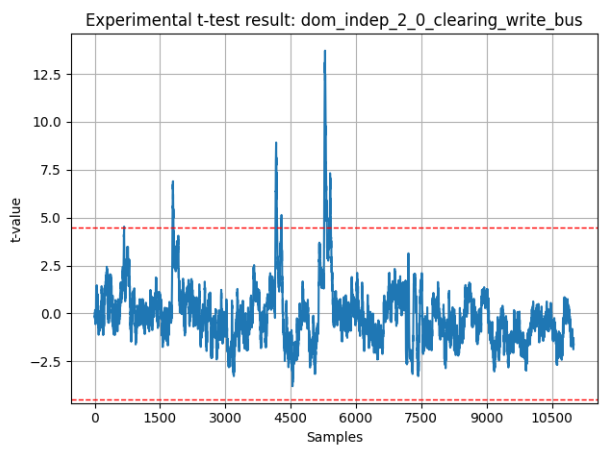

Figure 11.7: Experimental T-test result of dom-indep-2-0-without-b-0 - patching the write bus (Setup: 250MSa/s, 11KS, 2ns, 2MHz)
2) The write bus (str instruction): Lines 121 and 208 in Listing 11.1 made this type of leakage. Solution is clearing the write bus after storing $c0$ (Listing 11.6). Figure 11.7 shows the result of applying this patch for 50K traces.